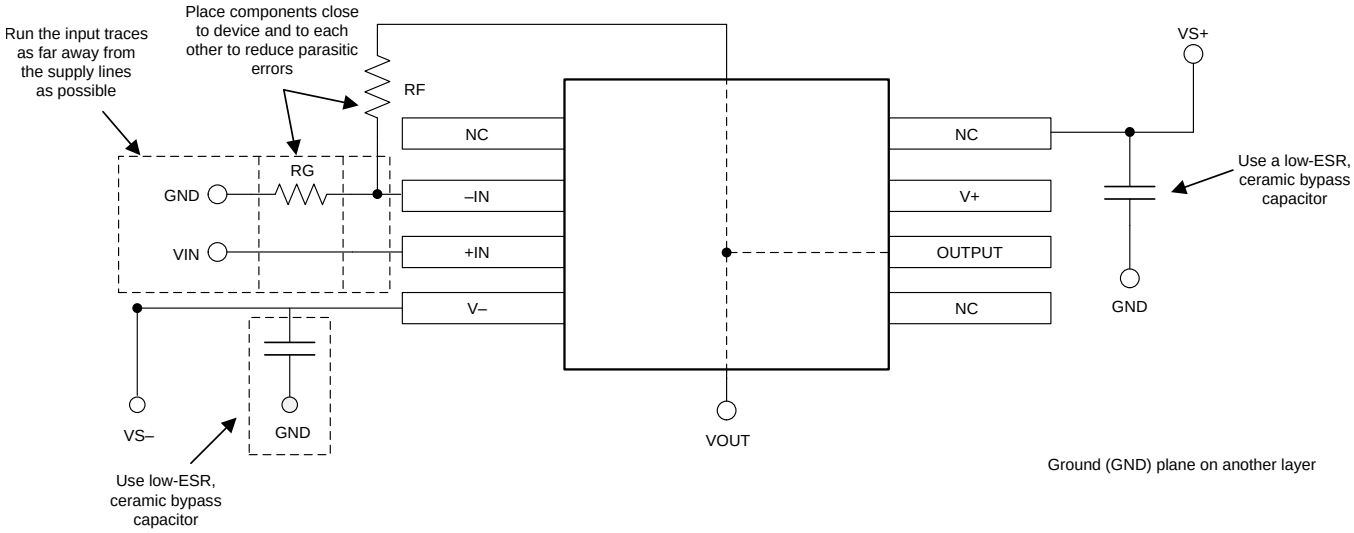

**Figure 10. Operational Amplifier Board Layout for Noninverting Configuration**
- Place the external components as close to the device as possible. As illustrated in Figure 10, keeping RF and RG close to the inverting input minimizes parasitic capacitance.